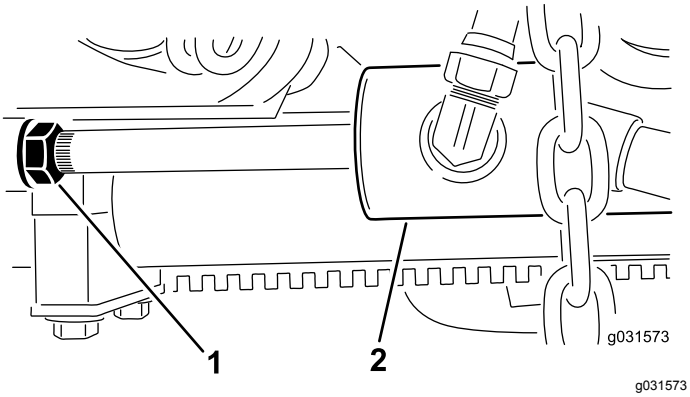

Figur 15
B. Flytta kontramuttern på cylindern bakåt (Figur 15).